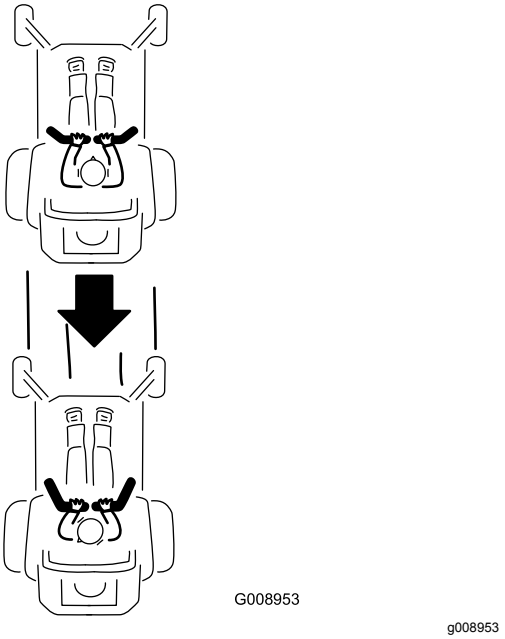

Bild 27
2. Ziehen Sie zum Rückwärtsfahren die Fahrantriebshebel langsam nach hinten (Bild 27).